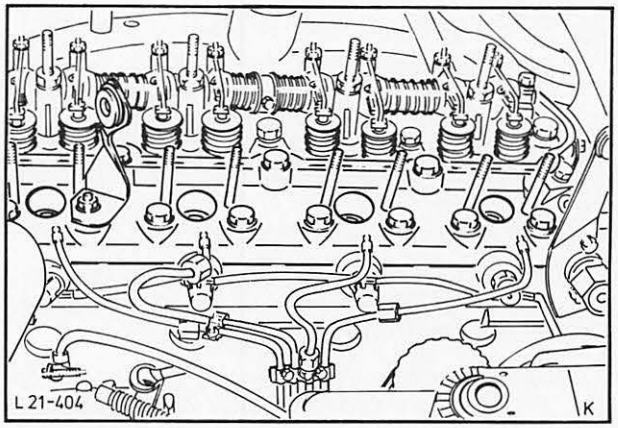

Abb. 108 Einspritzdüsen ausgebaut
8. Einspritzdüsen (je 2 Schrauben) und Glühkerzen ausbauen, Abb. 108.